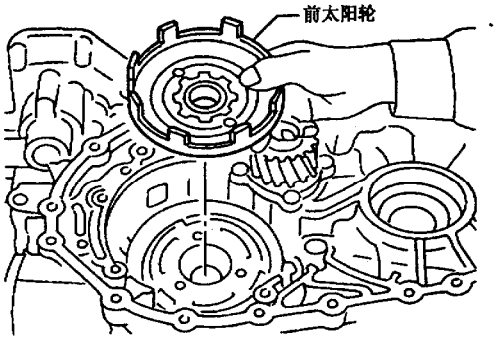

图 9－14－54
(20) 如图 9－14－57 所示，把滚针轴承装到高档离合器毂上。
(21) 拆下包着输入轴的纸。